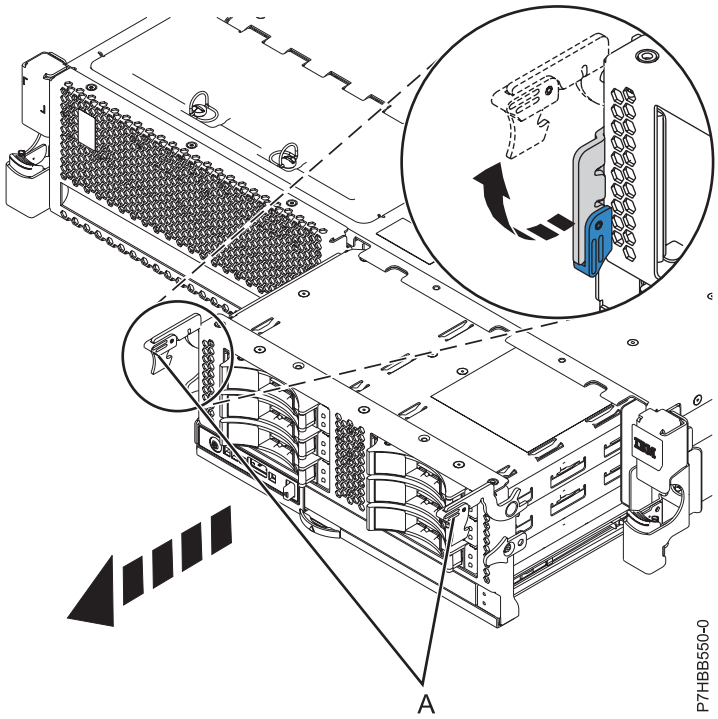
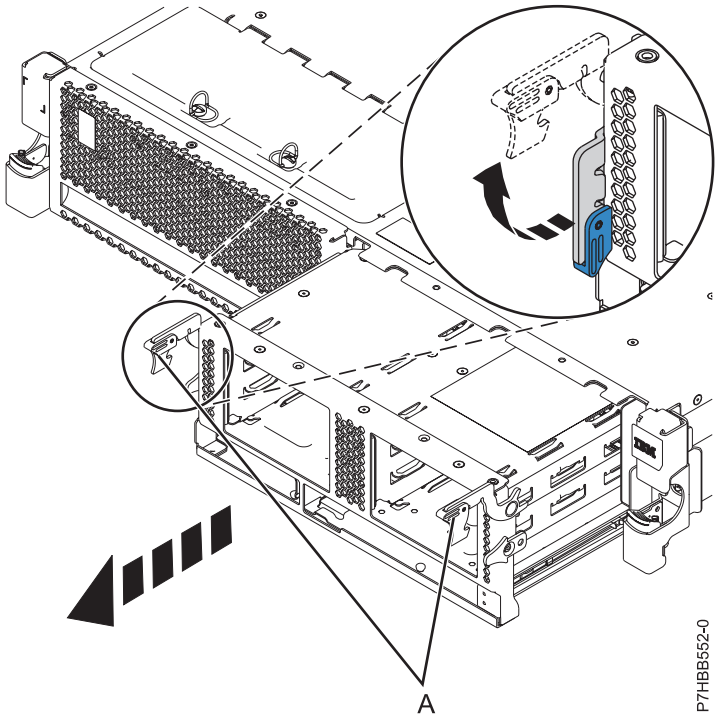

Figure 15. Retrait du fond de panier comportant des unités de disque
Figure 16. Retrait du fond de panier ne comportant pas d'unités de disque
13. Déverrouillez le fond de panier de l'unité de disques en tirant les poignées **(A)** afin de les mettre en position ouverte, au centre du fond de panier, comme indiqué dans la figure 15, à la page 28 et figure 16, à la page 28.